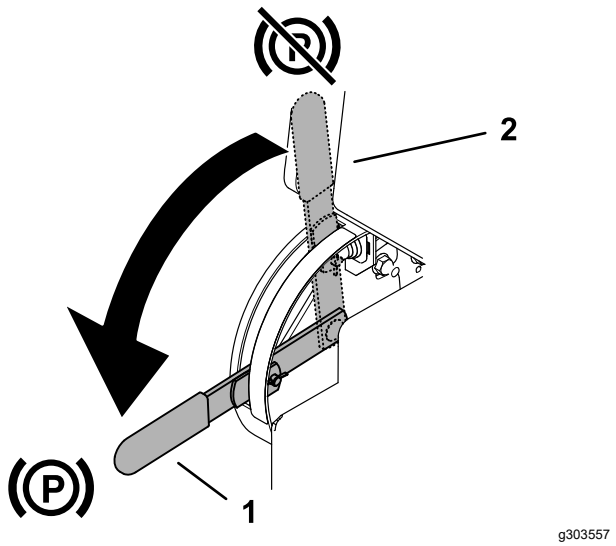

Figur 5
- Aktiver parkeringsbremsen ved at dreje håndtaget ned (Figur 5).
- Drej håndtaget op (Figur 5) for at deaktivere parkeringsbremsen.